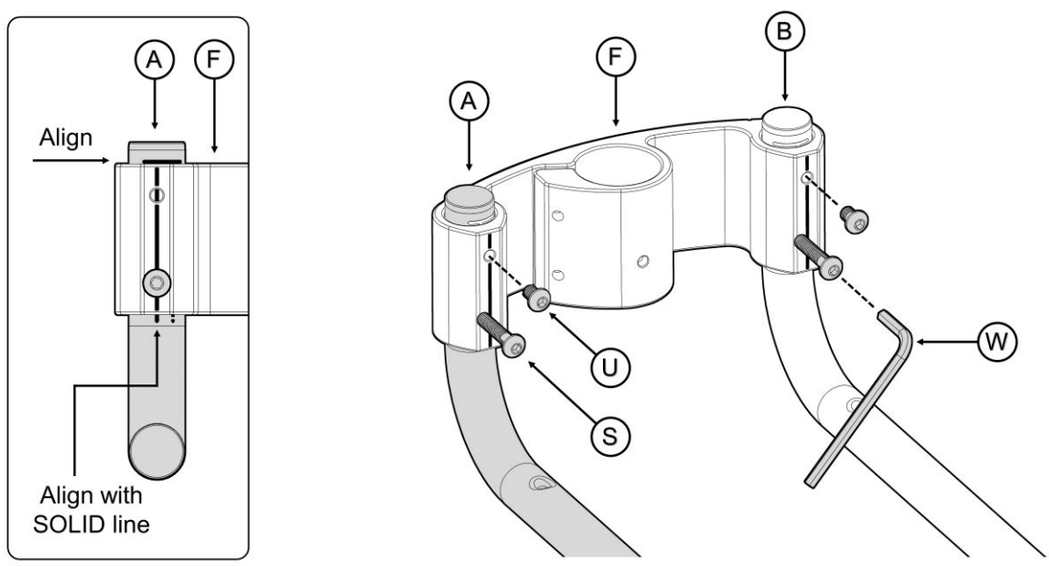

FIGURE 13
13. Align top edge of **F** with horizontal line on leg **A**. Align holes on **F** with SOLID line on A. Screw in **S** and tighten firmly with tool **W**. Insert **U** into upper hole and tighten firmly. Repeat for leg **B**. Legs should be parallel to one another when assembled. *FIGURE 13*